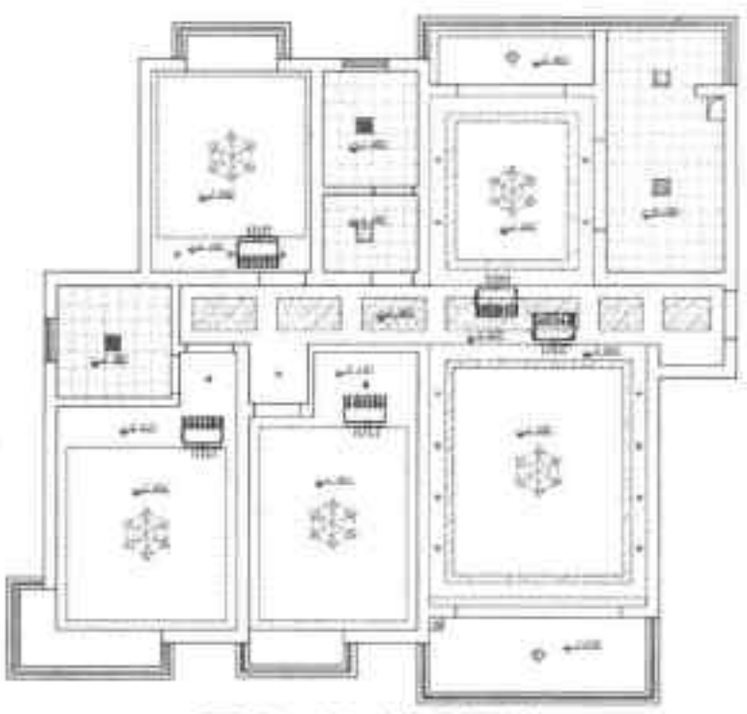

图19-82 输入标高
Step 29 复制标高符号，对图形进行标高，如图 19-82 所示。